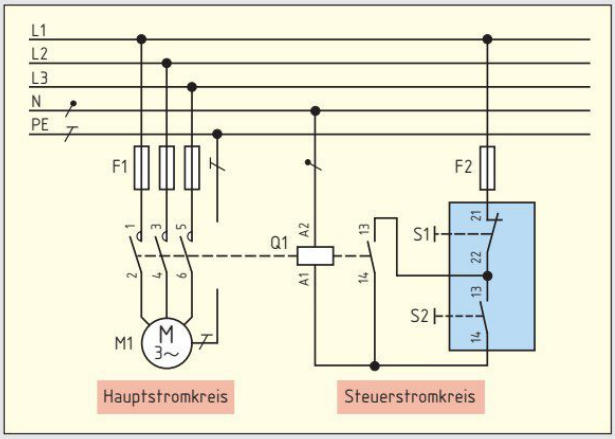

Bild 1: Schützschaltung mit Selbsthaltung
2. Welche Folgen hätte ein Drahtbruch zwischen der Klemme 22 von S1 und Klemme 13 von Q1 **(Bild 1)**?
3. Beim Anschluss des Motors wurden die Außenleiter L2 und L3 vertauscht **(Bild 1)**. Welche Auswirkungen hat das Vertauschen der Leiter auf **a)** den Steuerstromkreis und **b)** auf den Hauptstromkreis?